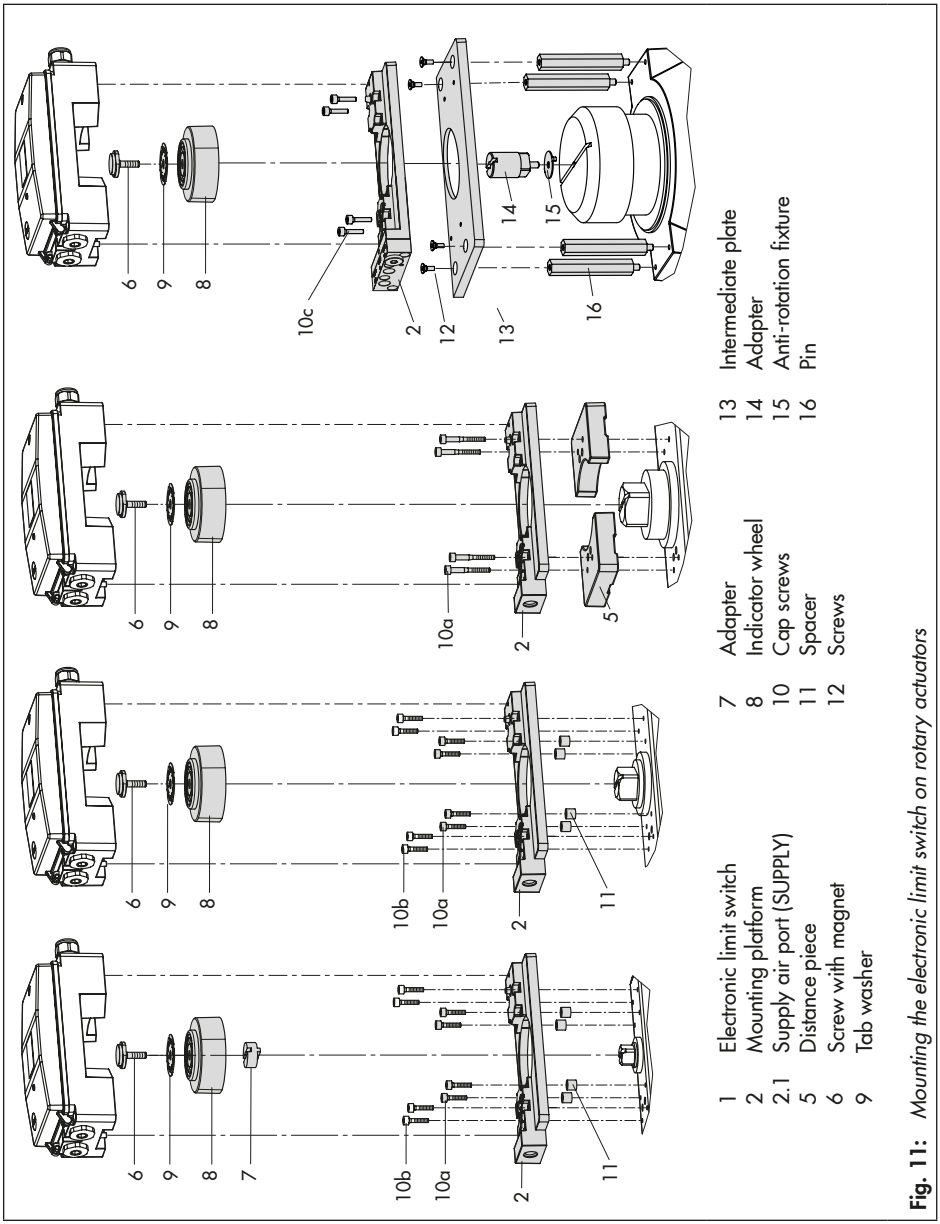

Fig. 11: *Mounting the electronic limit switch on rotary actuators*
The attachment depends on the shaft height of the rotary actuator upon which the electronic limit switch is to be mounted (Fig. 11).
5. Fasten the screw with magnet (6) onto the actuator shaft.
6. Bend the two flaps on the plate (9) towards the width flats of the screw with magnet (6).
7. Place the electronic limit switch on the mounting platform (2) as shown in Fig. 11 and fasten it using the two screws mounted on the device.